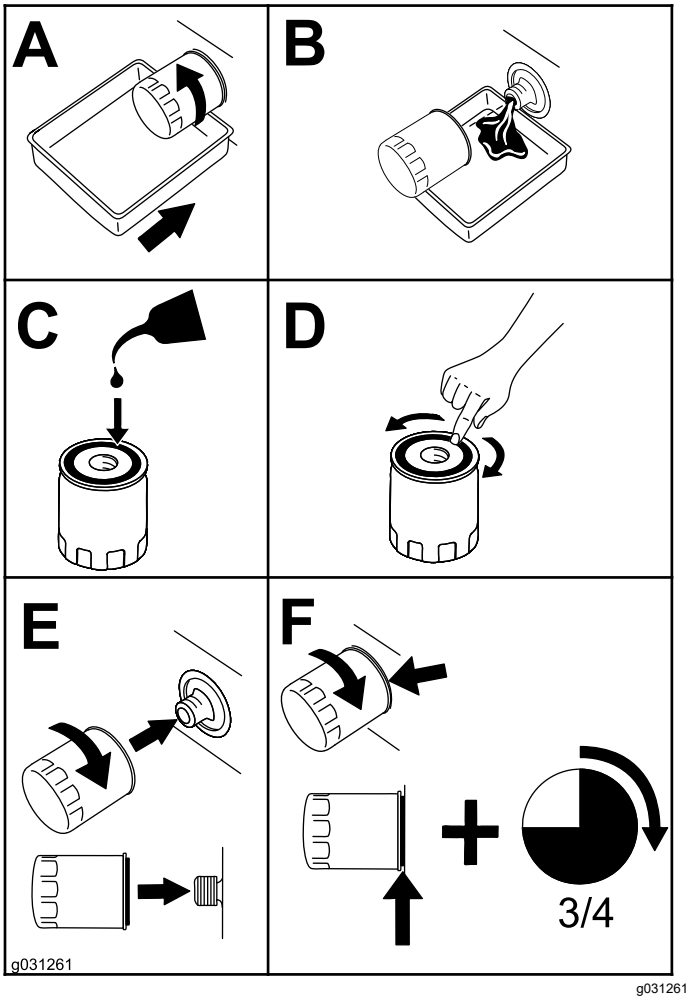

Figur 54
4. Skift motoroliefilteret som vist i Figur 54.